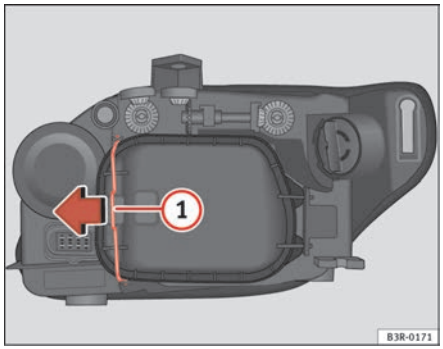

Fig. 197 Side light bulb (inside of vehicle)
- Move the brace ⇒ fig. 197 (1) in the direction of the arrow and remove the rigid cover, separating the brace side and then removing the two tabs from the other end of the cover.